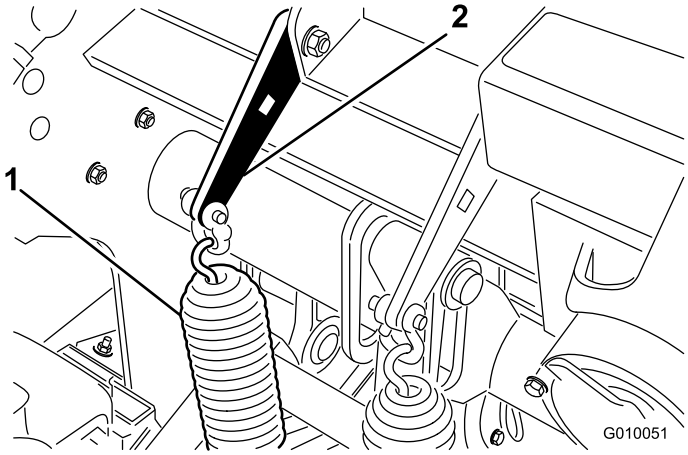

**Figuur 36**
1. Draai de moeren van de slotbouten los waarmee de beugels van de veer zijn bevestigd aan de beluchtingskop (Figuur 36). Verwijder de moeren niet.